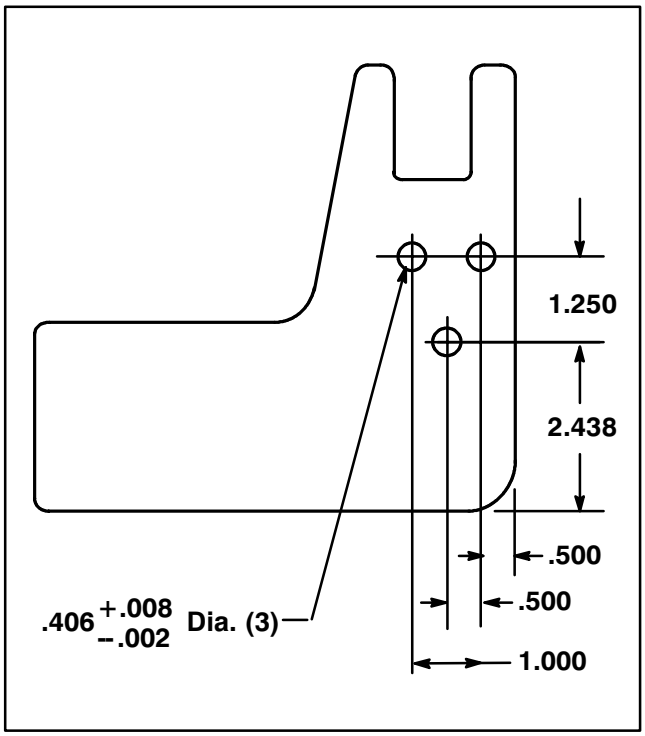

Figure 6
Note: If rear cradle mounting holes are not in lift arms, use the dimensions shown in figure 6, to locate, mark and drill the (3) .406" dia. holes required in each lift arm.
3. Slide carrier frame onto lift arms aligning mounting holes. Secure each side of carrier frame to lift arms with (3) 1/2–13 x 1–1/2" lg. capscrews. Torque capscrews to 70–80 ft–lb. (Fig. 6).